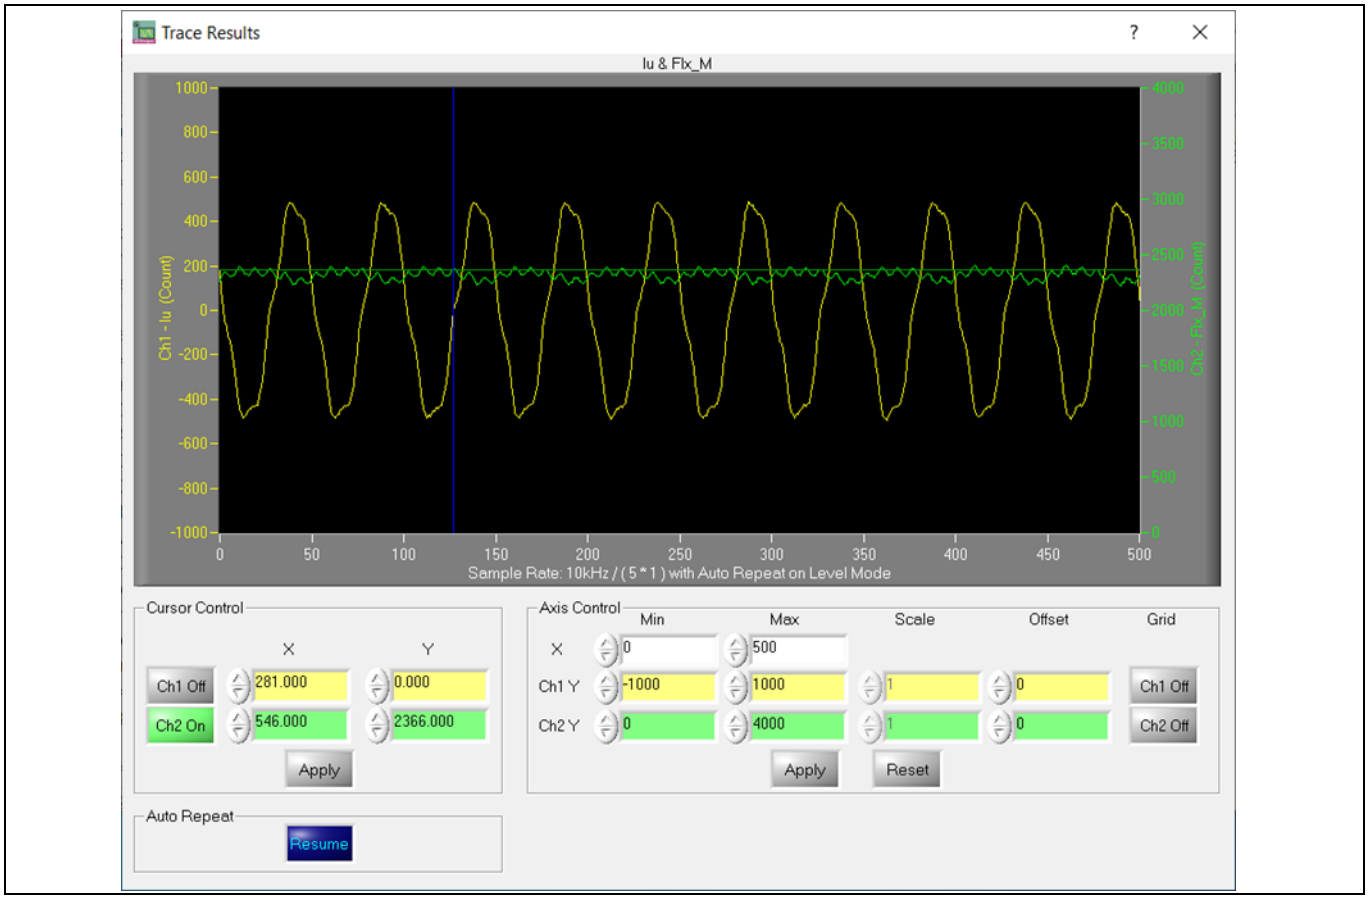

Figure 10 Trace waveform for I_u & Flx-M at 50% speed
15. Set the target speed to about 50% of the maximum speed and start the I_u & Flx_M trace with Auto Repeat on Level Mode (see Figure 10.) Flx_M is better within the range of 2000 to 2500 (rated value is 2048), and must be steady and DC-like.